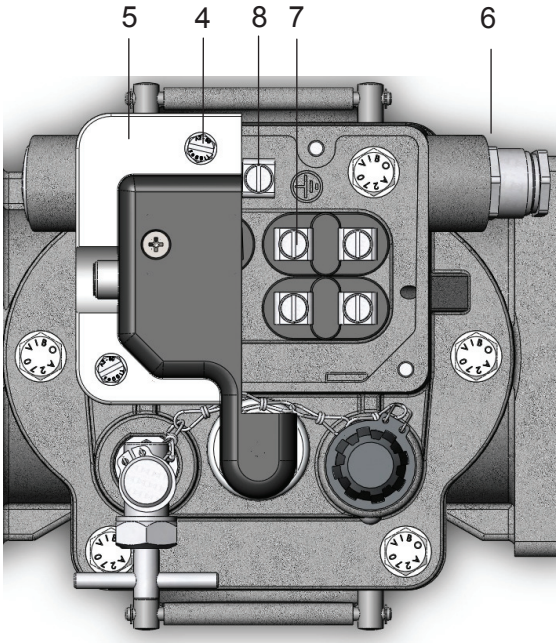

Bild 6 - Elektrischer Anschluss
- 4 Schrauben M5 (Bild 6/4) lösen
- Kappe (Bild 6/5) abnehmen
- Leitung durch die Kabelverschraubung (Bild 6/6) einführen
- Leitung an Klemmenbolzen (Bild 6/7) anschließen (maximales Anzugsmoment 3 Nm)
Schutzleiter (Isolation grün-gelb) an die Erdungsklemme (Bild 6/8) anschließen (maximales Anzugsmoment 3 Nm)